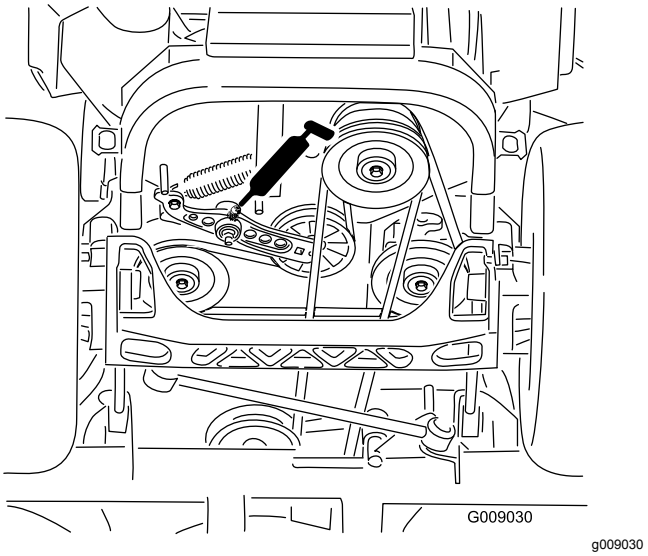

Figur 49
6. Smør drivremmens styrearm (Figur 49).